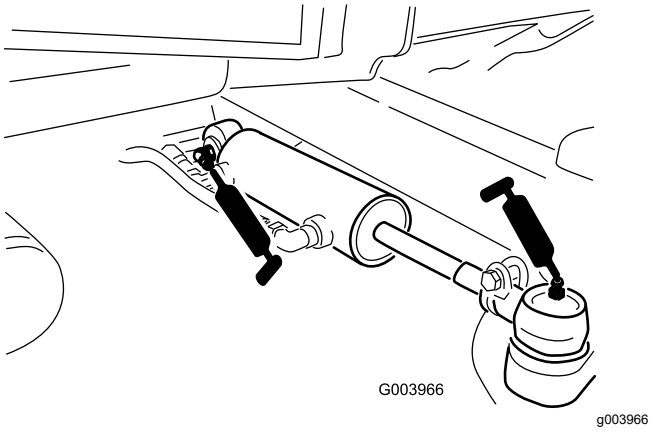

Figuur 75
- Kogelverbindingen van stuurcilinder (2) (Figuur 75)